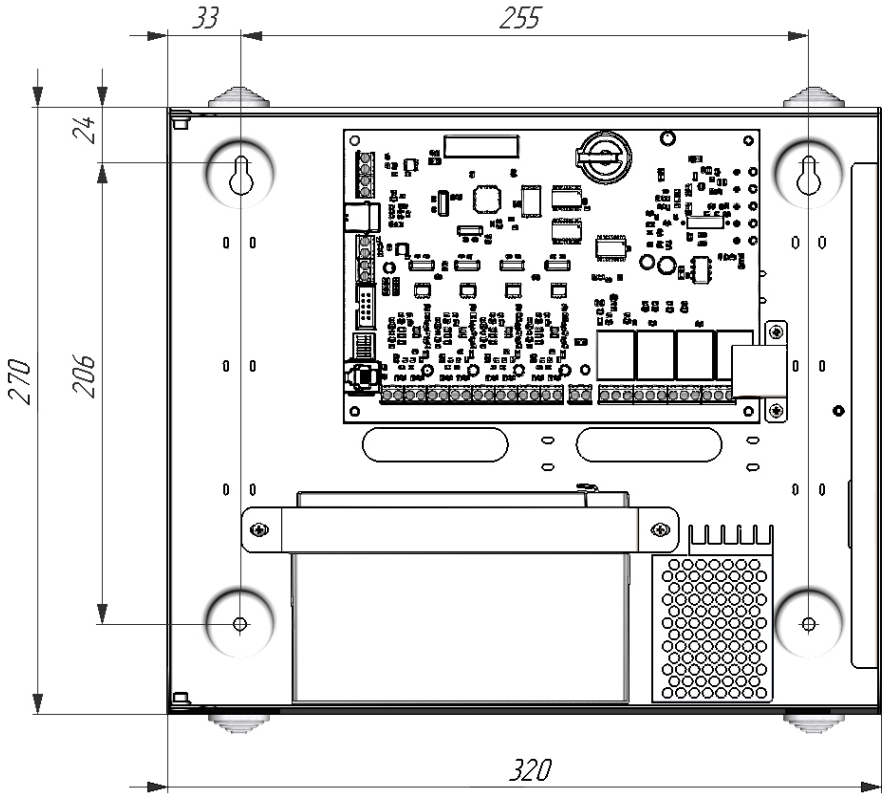

Рис.2. Габаритные и установочные размеры АПКП и ВПУ.
Габаритные и установочные размеры АПКП и ВПУ показаны на рис.2.
3.1.3. На блоке питания АПКП (рис.2) расположены клеммы питания ≈220В и заземления.